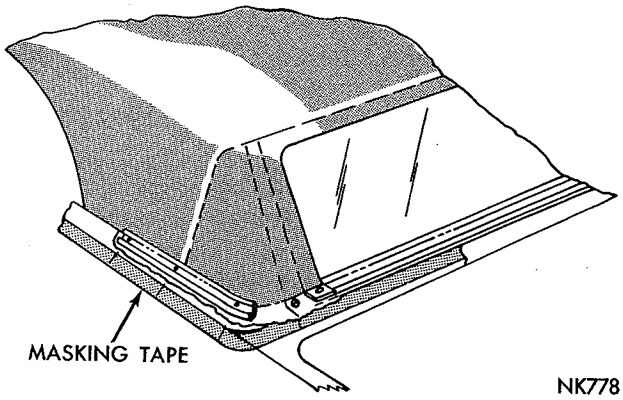

*Fig. 11—Marking Retainer Screw Hole Locations*
(1) Place protective covers over the deck lid, deck lid upper panel, hood and cowl areas.
(2) Apply masking tape directly below the mouldings at the rear quarter panels and rear window.
(3) Remove mouldings at quarter panels and from bottom of rear window.
(4) Mark location of moulding retainer screws on masking tape at quarter panel areas and the first two screws at each side of rear window moulding retainer (Fig. 11).